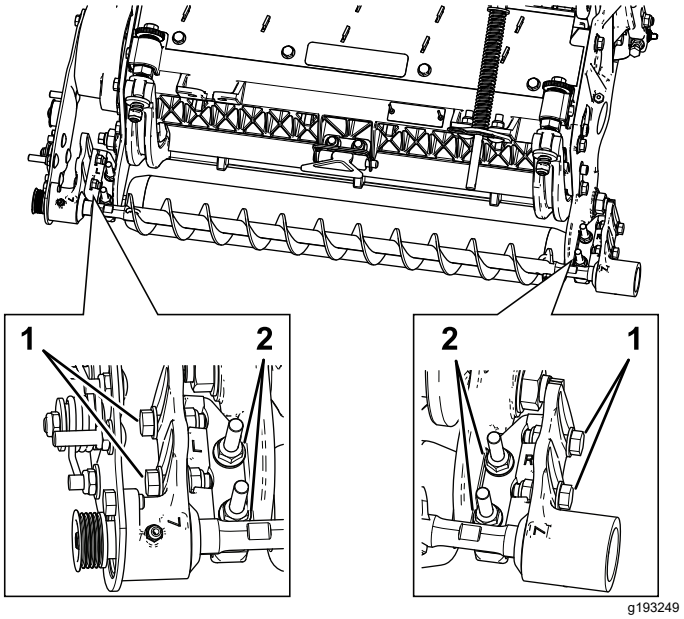

图 13
A. 松开将滚筒刷安装支架固定到滚刀组侧板上的 2 个凸缘锁紧螺母 图 13。
B. 旋转滚筒刷轴承座直到滚筒刷侧板与滚刀组侧板保持平行图 13。
C. 拧紧将滚筒刷安装支架固定到滚刀组侧板上的 2 个凸缘锁紧螺母 图 13。
1. 松开将每个滚筒刷轴承座固定到滚筒刷安装支架上的 2 个螺栓图 13。